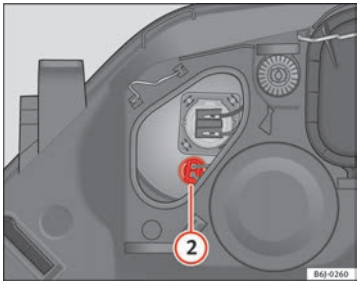

Fig. 150 Side lights ▶
– Remove connector ⇒ Fig. 150 (2) by pulling outward.